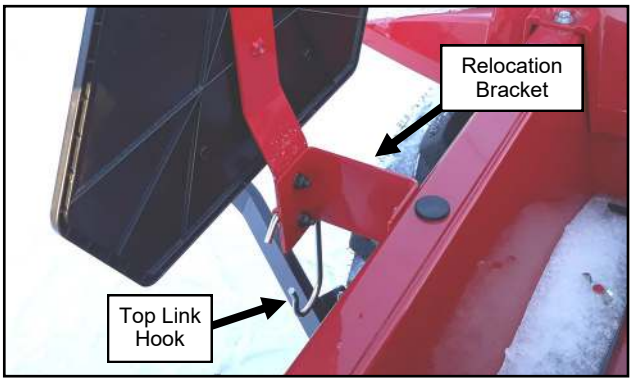

Fig. 26.3 (Install SMV Sign and Top Link Hook)
26.3 Install the SMV Relocation Bracket to the rear of the tractor, using the two saved screws, in place of the SMV sign. See Figure 26.3. Install the SMV sign, bracket and Top Link Hook to the relocation bracket using two 5/16 x 3/4" screws and nuts.